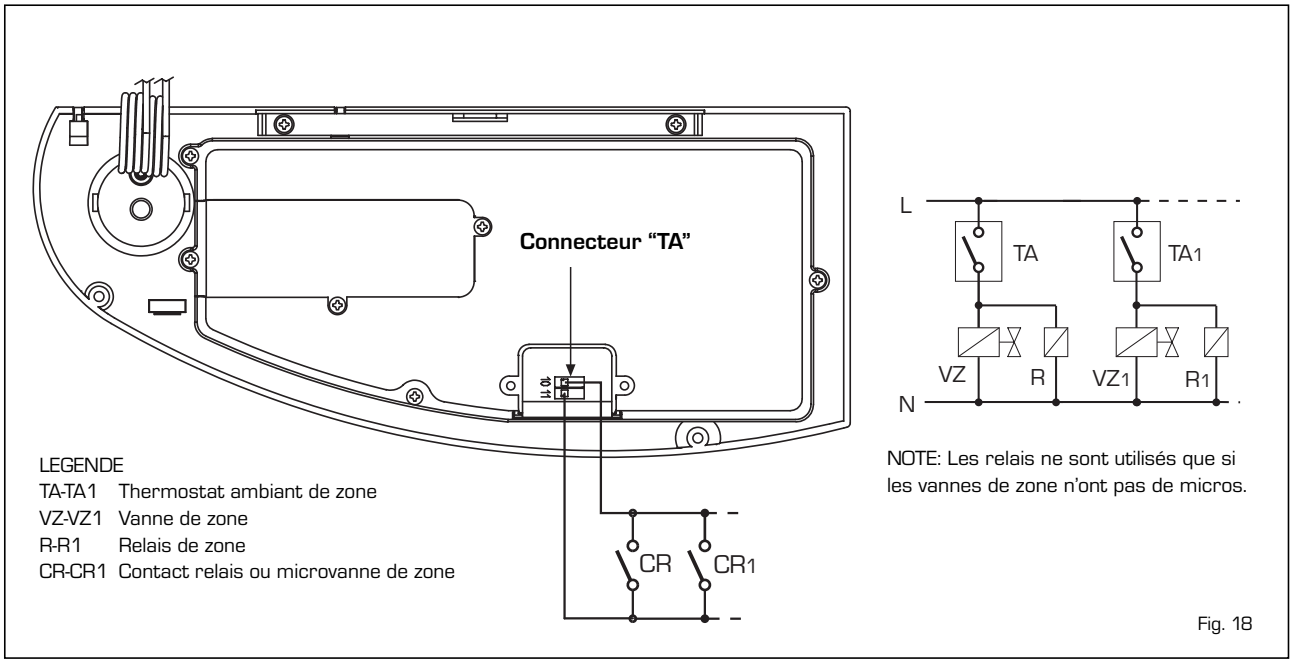

Fig. 18
3.9 RACCORDEMENT ELECTRIQUE INSTALLATIONS EN ZONE (fig. 18)
La connexion des micros et des contacts relais doit être effectuée sur les bornes 10-11 du connecteur **"TA"** de la carte électronique, après avoir enlevé le pont existant (fig. 18).